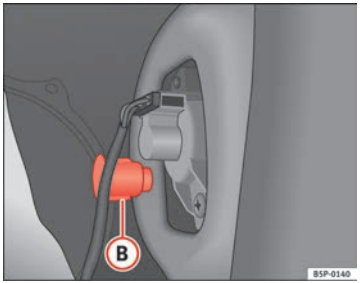

Fig. 191 Side lights and brake lights
– Unscrew the plastic fitting ⇒ fig. 191 (B) securing the tail light. Inserting a screwdriver under the plastic fitting may help to loosen it.